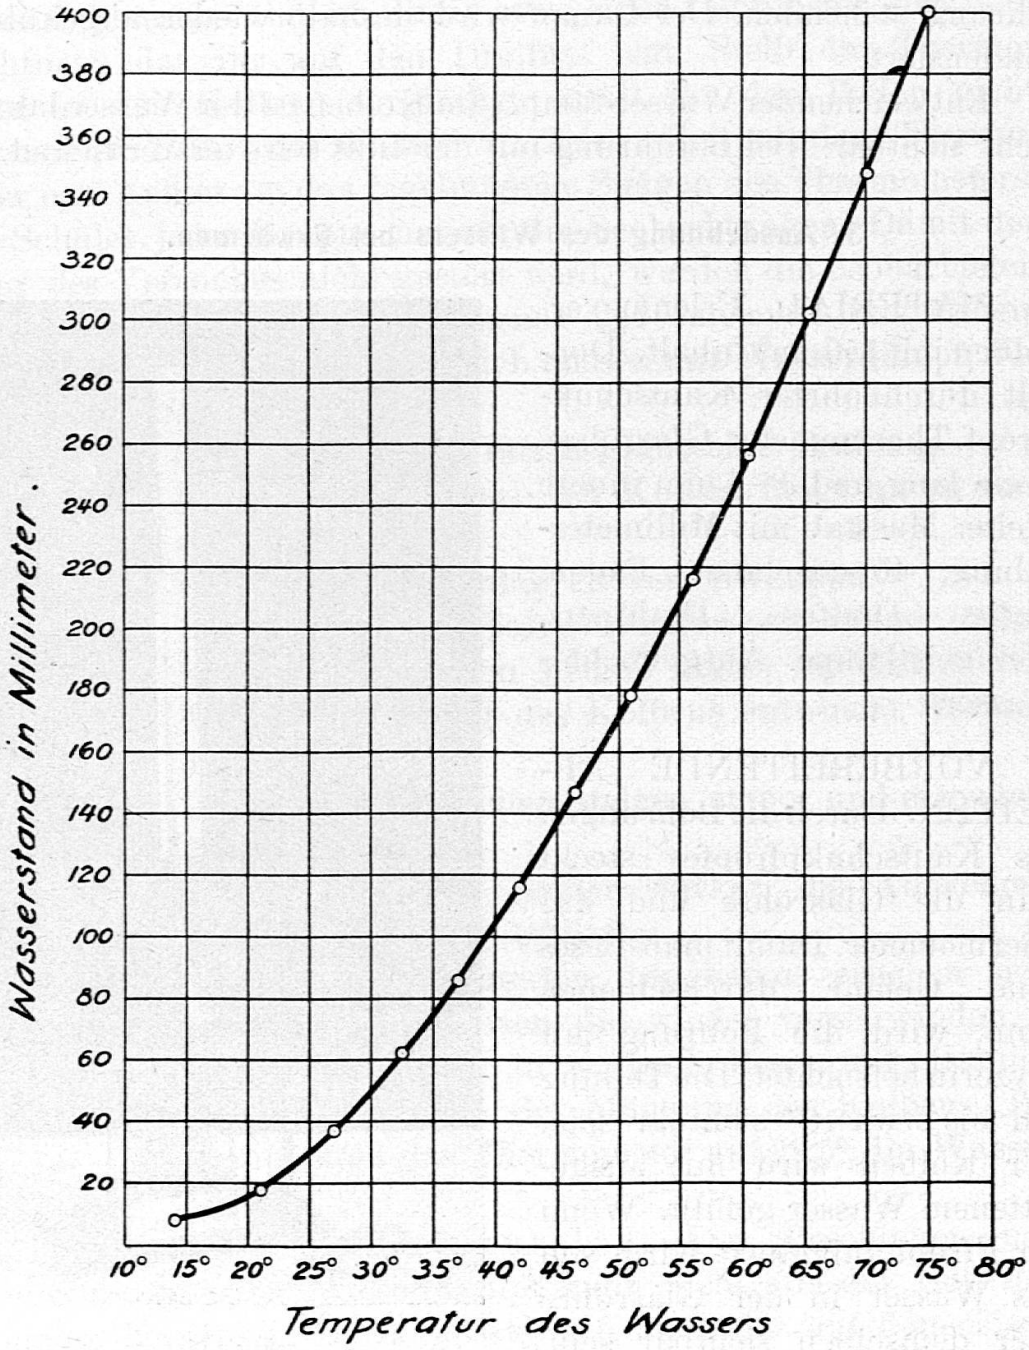

Fig. 12
2. Graphische Darstellung. (Siehe Fig. 12.) Die Schüler erhalten ein Blatt 4 mm karriertes Papier. Auf der Abszisse werden die Temperaturen abgetragen, 1° = 4 mm; auf der Ordinate der Wasserstand, 10 cm als 4 mm.